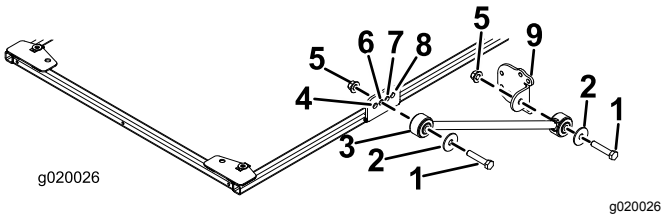

Figur 14
7. På hver side af solskærmens ramme skal du løst fastgøre en afstiver i det andet hul i afstiverbeslaget med en bolt (1/2 x 2-1/2 tommer), en spændeskive (1/2 tomme) og en flangemøtrik (1/2 tomme) som vist i Figur 14.
8. Fastgør løst et afstiversbeslag på hver afstiver med en bolt (1/2 x 2-1/2 tommer), en spændeskive (1/2 tomme) og en flangemøtrik (1/2 tomme) som vist i Figur 14.